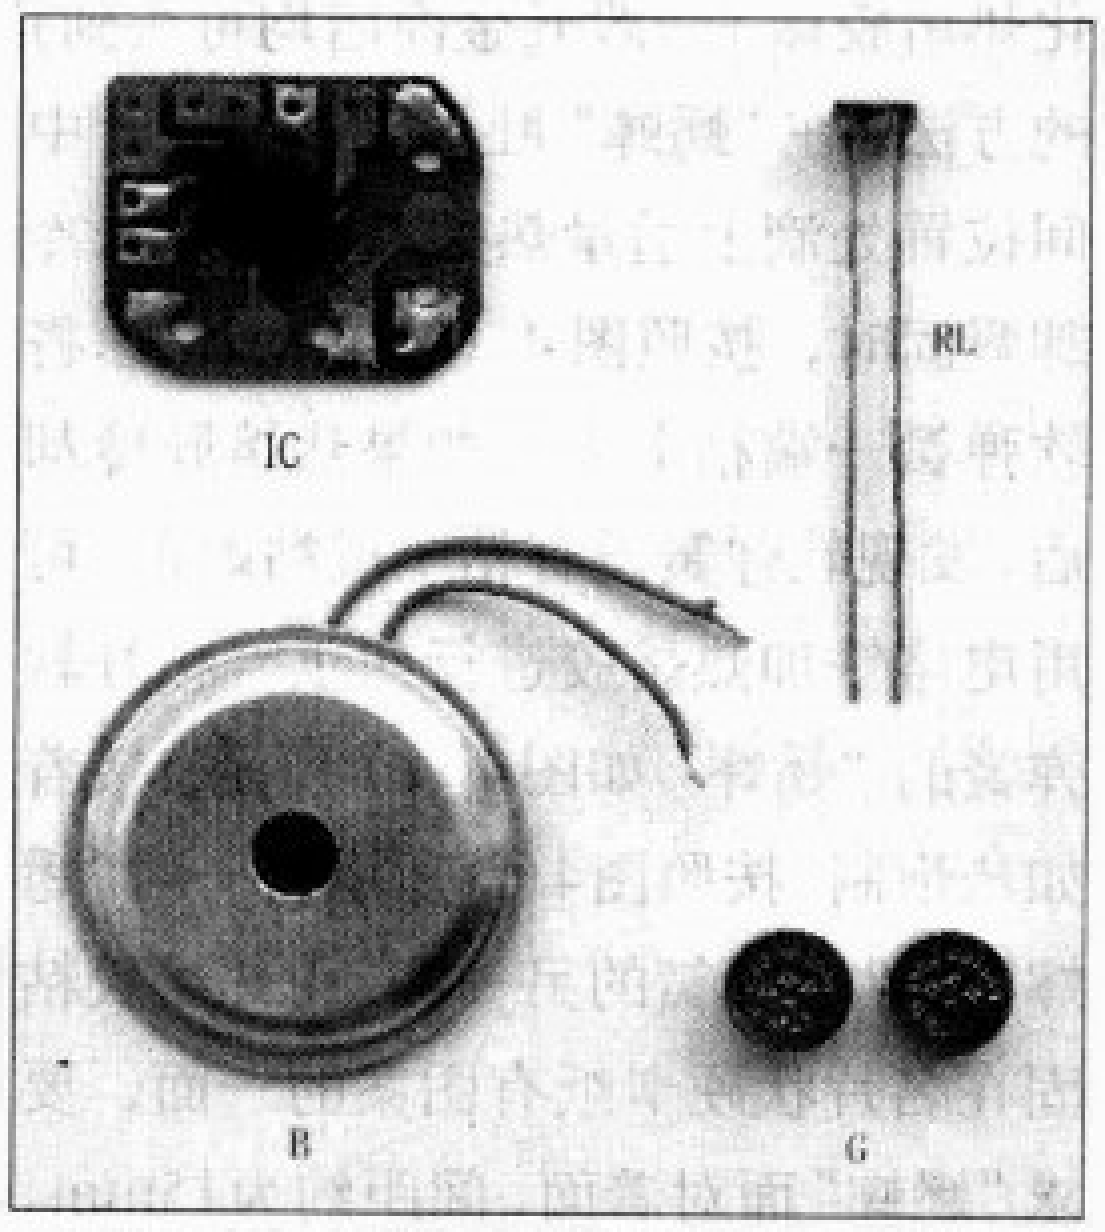

图2 “斗蟋蟀”所用元器件实物外形图
1.按封装结构分类。根据封装结构的不同，可分为单个型晶体管封装（TO）、小型晶体管封装（SOT）、金属壳帽型封装（CAM）、单列直插式封装（SIP）、双列直插式封装（DIP）、四列直插式封装（QIP）、双列扁平式封装（DFP）、四方扁平式封装（QFP）、球栅阵列式封装（BGA）、针栅阵列式封装（PGA）、板上芯片封装（COB）、无引线芯片载体封装（LCC）和芯片级封装（CSP）等。以上有些封装结构还具有带护角垫形式、带散热器形式等。图2给出了部分不同结构的封装形式。
本制作仅用了4种电子元器件，为了方便初学者易认易购，特给出它们的实物外形如图2所示。